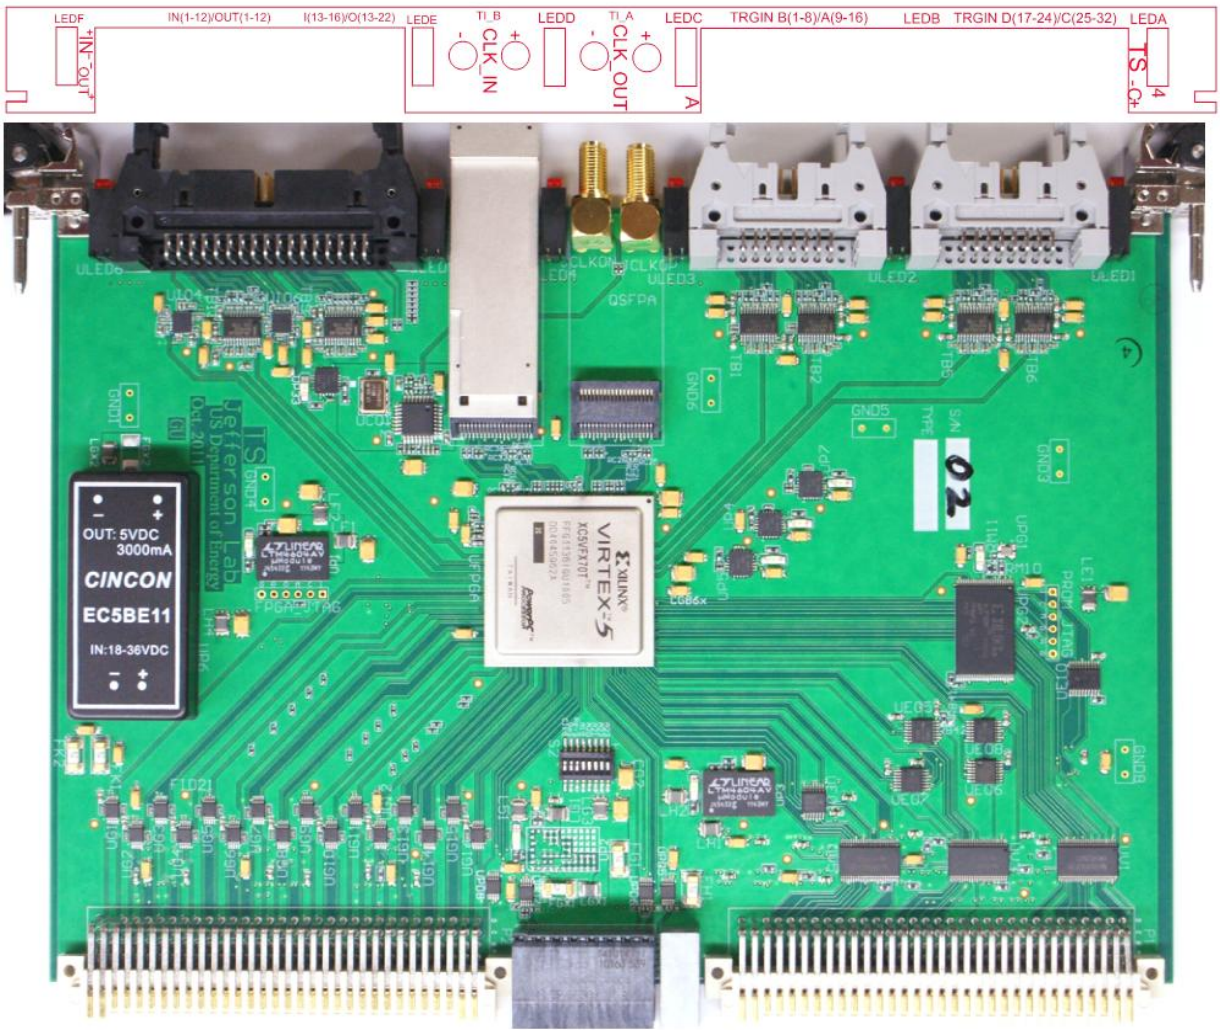

Figure 7 Trigger Supervisor (TS) PCB with its front panel drawing
Figure 7 shows the prototype Trigger Supervisor (TS) board. The 30 trigger primitive inputs from GTP are going through the P2 VME connector. There are two external trigger input connectors with two 8-input block each on the front panel, and a generic 2x34-pin IO connector on the front panel with 16 differential inputs, 12 differential outputs and 10 single-ended outputs. The external clock input and output are through pairs of coax cables with SMA connectors. There are six quad LED packs for information display. The SMA connectors are overlapping with the two optional optical transceivers.